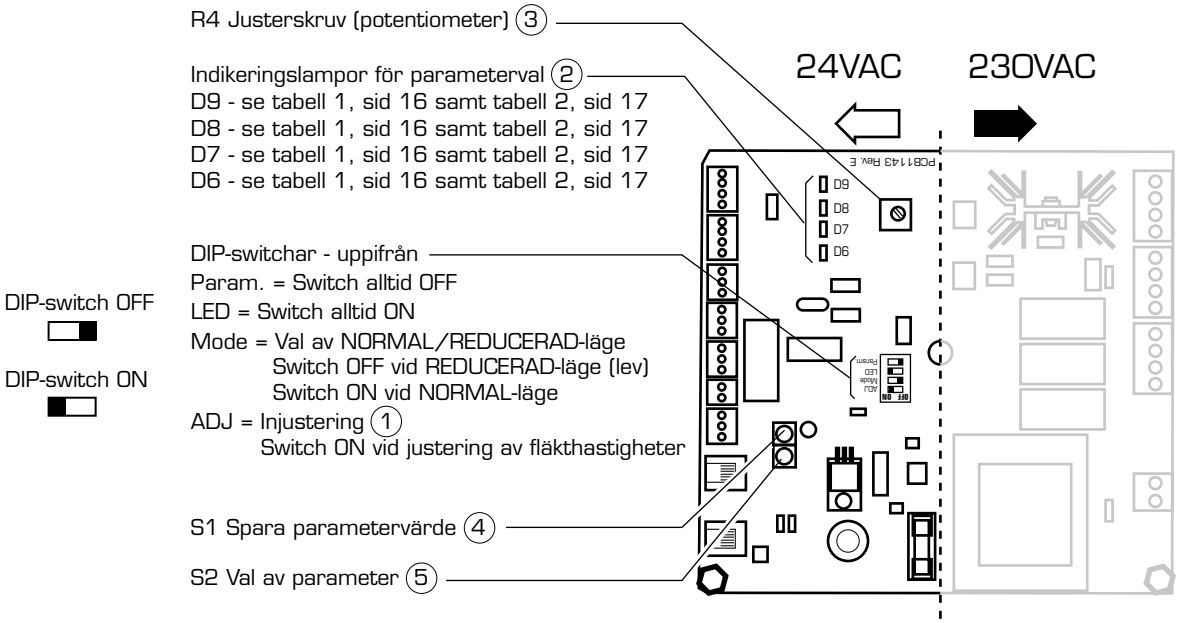

Figur 22.
Aggregatet levereras i energidriftsläge REDUCERAD det vill säga med DIP-switch Mode i läge OFF på styrkortet. Se figur 22 på sidan 15.
1. Gå in i justeringsläge genom att flytta DIP-switch Adj. ① i läge ON på styrkortet. Se figur 22 på sidan 15.
6. **När alla inställningar är gjorda måste DIP-switch Adj. ① sättas i läge OFF (se figur 22 på sidan 15) för att återgå till normalt användarläge. Aggregatet hamnar då i BORTA-läge.**